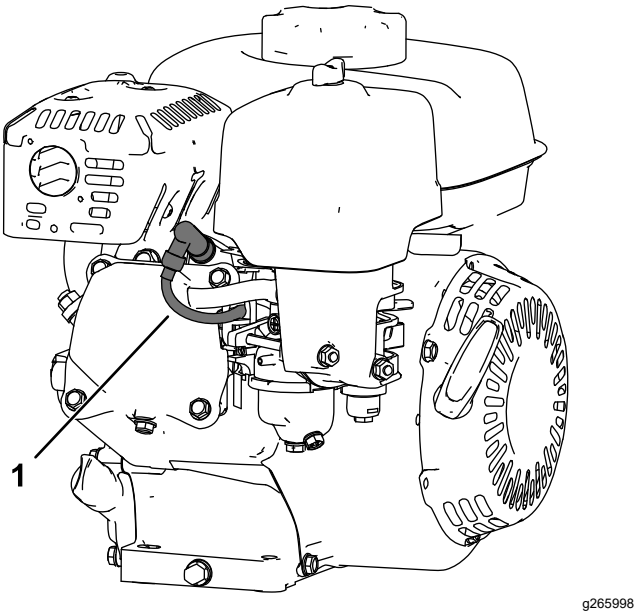

Figur 13
5. Frakobl tændrørskablet (Figur 13).